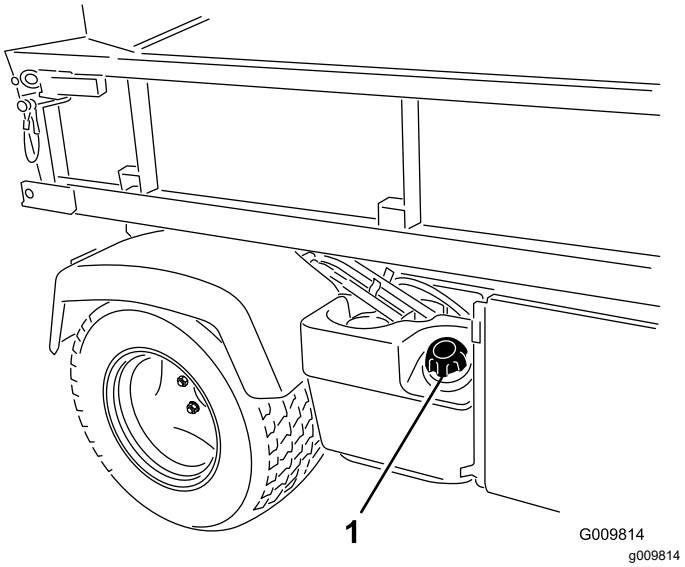

Figur 14
2. Fjern brændstofdækslet (Figur 14).